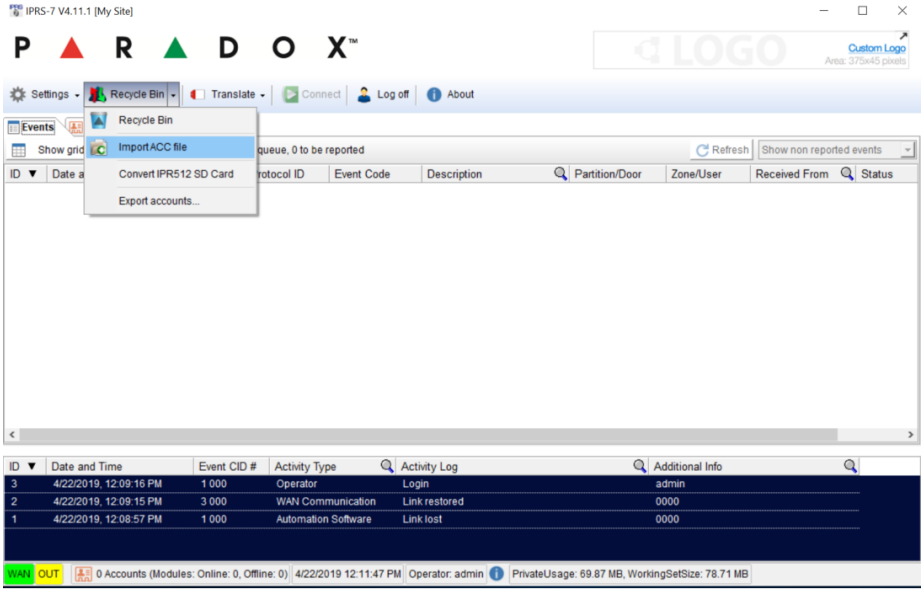

Fig. 24 IPR512 DB conversion tool
3. Paradox IPR512 DB conversion tool will appear (Fig. 24). Click on Import from SD Card button. This will list all valid backups available on SD card. Select the latest backup (shown with bold in the list). Once the backup is selected, please click Save to ACC File button. This should generate an ACC file that needs to save locally on PC.